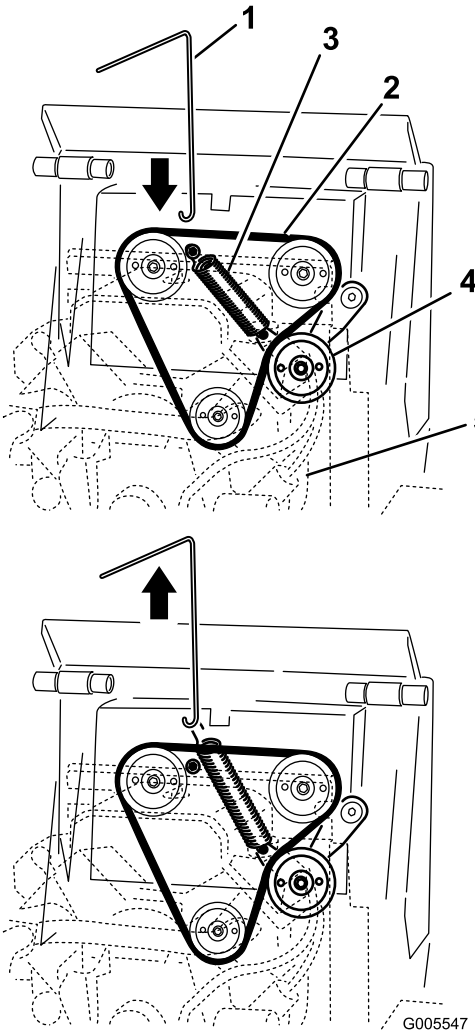

**Figuur 46**
3. Sluit de haak van de veerverwijderaar aan op de haak van de spanpoelieveer en maak de veer los zoals afgebeeld in Figuur 46.